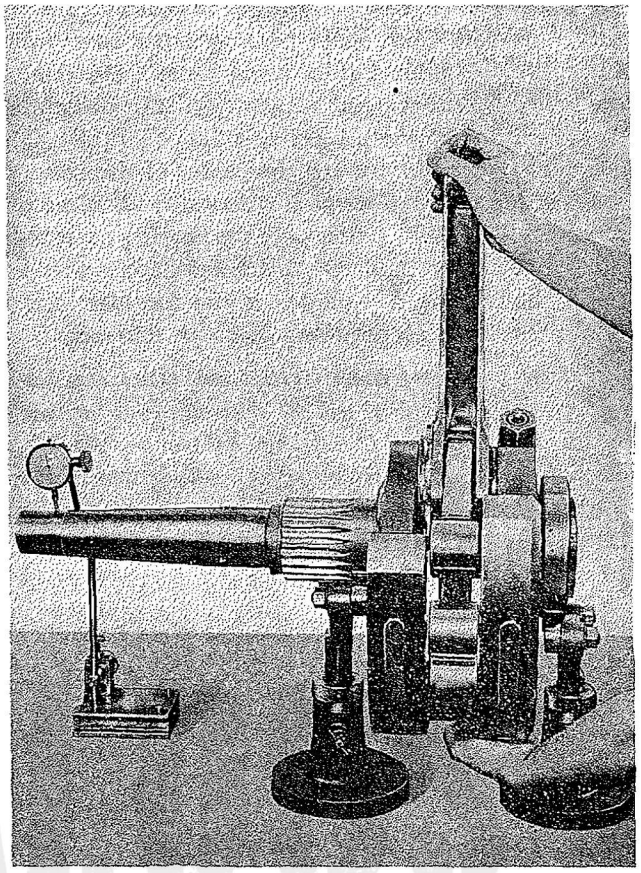

Figure 101—Checking Runout of Front and Rear Propeller Shaft Bushings
b. It is recommended that the crankshaft assembly be checked for alignment before disassembly. Install the crankshaft and connecting rod assembly on two alignment checking rollers (Tool No. 802694) after removing the hoisting eye from the crankshaft. Hold the master rod in a vertical position and group four articulated rods on both sides of the master rod together, holding each group of rods together with a heavy rubber band. Turn the crankshaft on the rollers and using a dial indicator, check the runout at the front and rear propeller shaft bushing journals on the crankshaft. Refer to Figure 101. The allowable runout at these locations is specified in the Table of Limits in Section XII. This check will indicate whether the crankshaft rear has slipped with relation to the crankpin during past engine operation due to improper clamping.